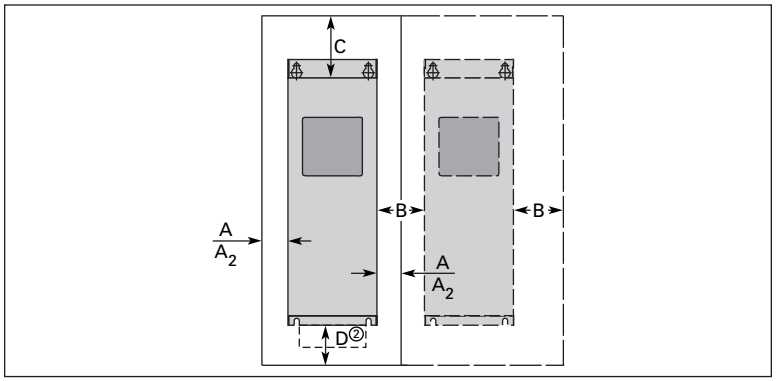

Figure 2-1: Mounting Space Requirements
① Dimensions represent the minimum clearance needed when mounting a drive. See **Figure 2-1** below.
If several units are mounted above each other, the clearance between the drives should equal C + D (see **Table 2-1** and **Figure 2-1** above). In addition, the outlet air used for cooling the lower unit must be directed away from the inlet air used by the upper unit.